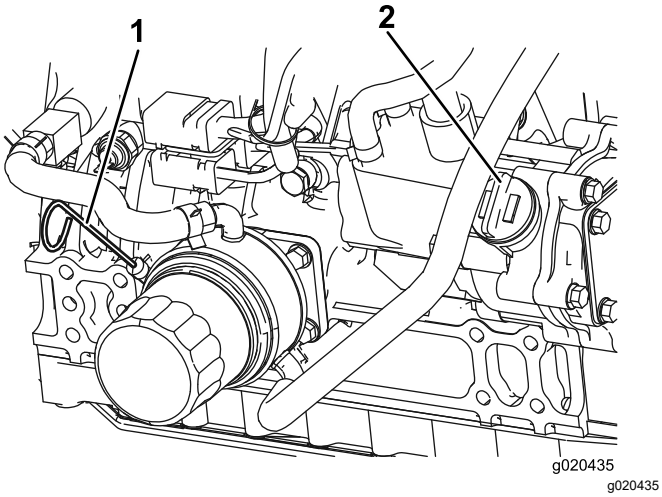

Figur 88
Oliestanden bør være inden for det sikre område (Figur 88).
4. Hvis olien er under det sikre område, skal du fjerne påfyldningsdækslet (Figur 88) og fylde olie på, indtil niveauet når mærket ”Full”.